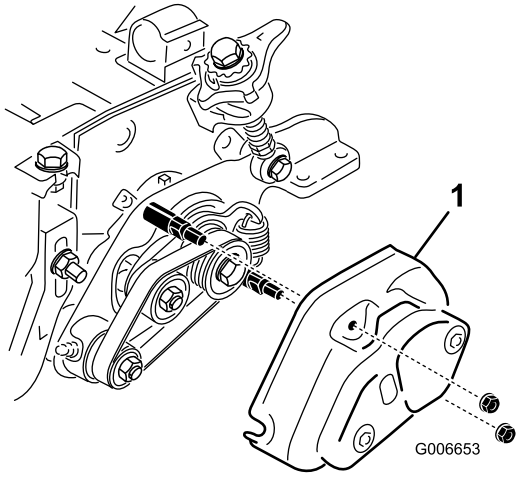

Bild 13
24. Montieren Sie die Groomerabdeckung und befestigen Sie diese mit zwei Bundmuttern (5/16") (Bild 13).